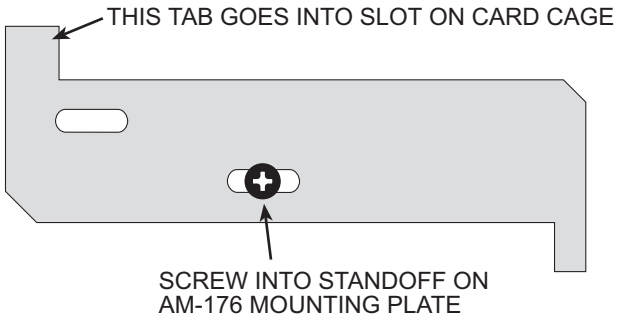

***Figure E-4: Retainer Bracket (detail)***
3. Fix the Roadrunner 75 board with the retainer bracket (DWF-20782-00) provided in the kit. Screw the bracket into the standoff on the Roadrunner 75 mounting plate, and insert the wider of the two tabs on the bracket into the slot on the card cage. When oriented correctly, the bracket will not be able to swivel enough to touch the circuit board. See Figures E-4 and E-5.